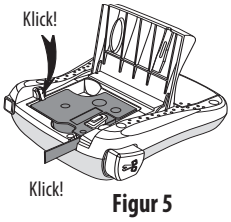

Figur 5
3. Tryck ordentligt tills kassetten klickar fast. Se figur 5.